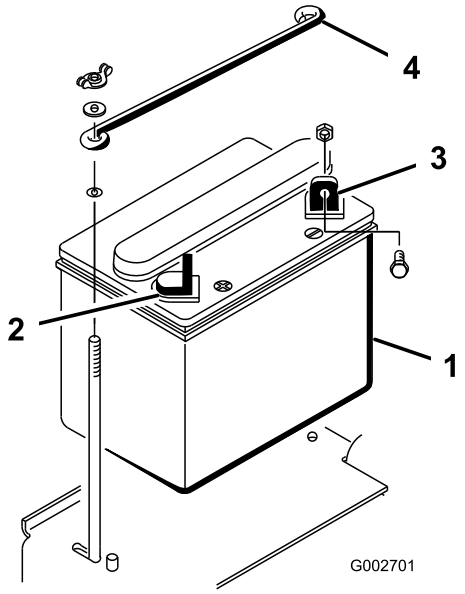

**Figur 4**
1. Sæt batteriet på plads med de negative poler placeret bagud på maskinen (Figur 4).